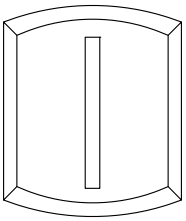

Abb. 1 Einsetzen der senkrechten Sprosse
- Zum Einsetzen der senkrechten Flügelsprosse **5** siehe T-Verbindung (Abb. 1).